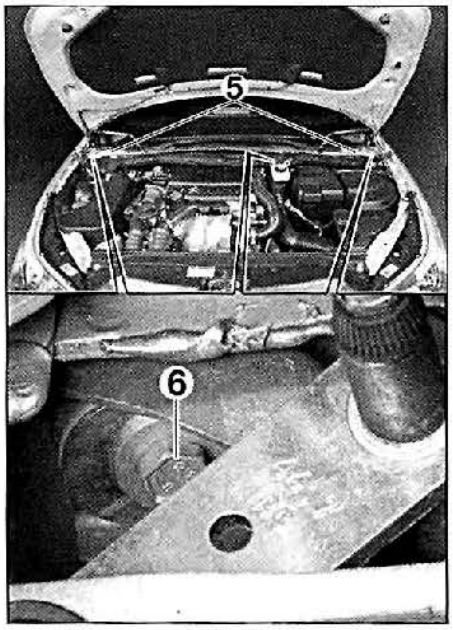

FIG. 24
• Desmontar las bieletas (5) (fig. 24).
• Sacar el conector de alimentación y desmontar los tornillos de fijación (6).